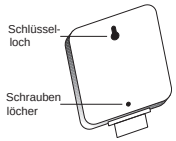

ABB. 22: Rückseite des Controllerkastens
- Schieben Sie die schlüssellochartige Öffnung an der Rückseite des Controllerkastens auf die vorstehende Schraube **[siehe Abb. 22]**.